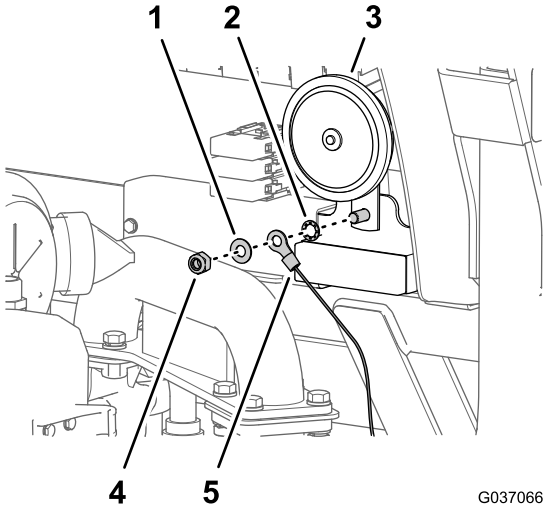

図 33
1. バルクヘッドの後ろ側で、ホーンを電装プレートに固定しているロックナットとワッシャを外す図 33。
2. 図 33に示すように、ロックナット、ワッシャ、リレーハーネスのリング端子と、ロックワッシャを、組み付けて、ボルトとナットを2329N·m 2.42.9kg.m = 1721ft-lb にトルク締めする。